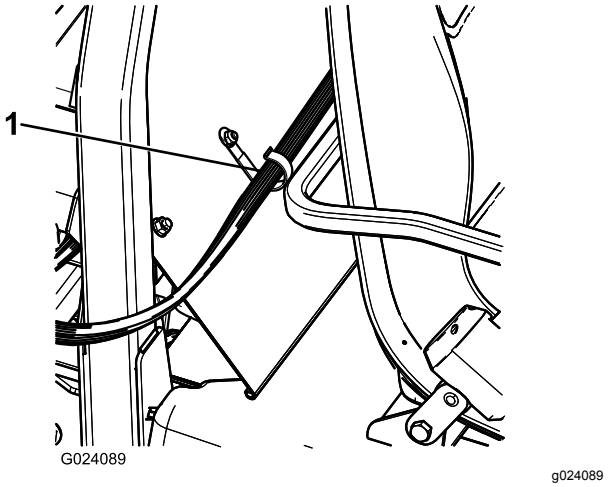

Figur 21
2. Monter en J-klemme bak passasjersetet ved hjelp av en bolt (¼ x ½ tomme) og en flensmutter (¼ tomme) (Figur 21).
3. Fest kontrollkonsolledningen til konsollen og veltebeskyttelsesdekselet med J-klemmer (Figur 21).